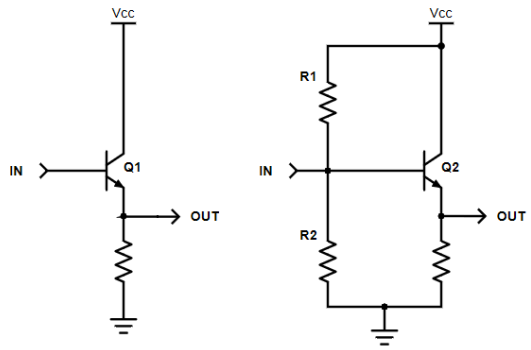

Figure 6: an emitter follower—with and without biasing
We pivot now to consider the linear operation of BJTs, which can give way to amplification. *Figure 6* shows a discrete transistor circuit often called an **emitter follower**. This circuit obtained its name because the emitter voltage, or output, follows—is equal to—the base voltage, or input, less the forward voltage V_{BE}, but only if V_B is large enough to ensure conduction between the base and emitter. This configuration is meaningful because its input impedance is large with respect to its output impedance, a highly desirable characteristic of buffers, which you recall are used to mitigate the loading effect. If we were to derive the input impedance from KCL we would find:
As drawn (on the left), Z_{load} is the emitter resistance, although any additional load downstream would contribute in parallel. Recall that β is the current gain of the device with a magnitude on the order of 100. This ensures that $Z_{in} \gg Z_{out}$. One shortcoming of the arrangement on the left is its reliance on V_B exceeding the forward voltage of the base-emitter junction to ensure conduction. If the input (V_B) is less than about 0.65V, the output signal will be clipped. Further, the base-emitter 'diode' can only source current to the output. That is, current cannot flow into the emitter. To resolve the former dilemma, we can DC **bias** AC-coupled signals. That is, we can elevate time-varying signals above our reference node with a static (DC) offset and thereby avoid this loss of information. The right side of *Figure 6* illustrates how a voltage divider can be used to introduce a DC bias, fixing the quiescent V_B somewhere between the two power rails. Note that a 'quiescent' parameter describes its value in the absence of an